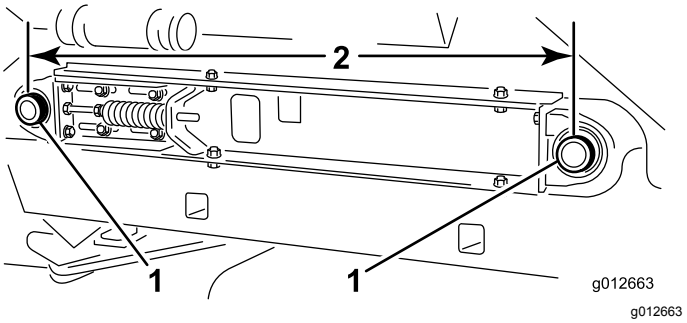

**Figur 21**
7. Mål afstanden mellem remrulleakslernes midterpunkter på hver side af maskinen for at sikre, at målene er ens (Figur 21).